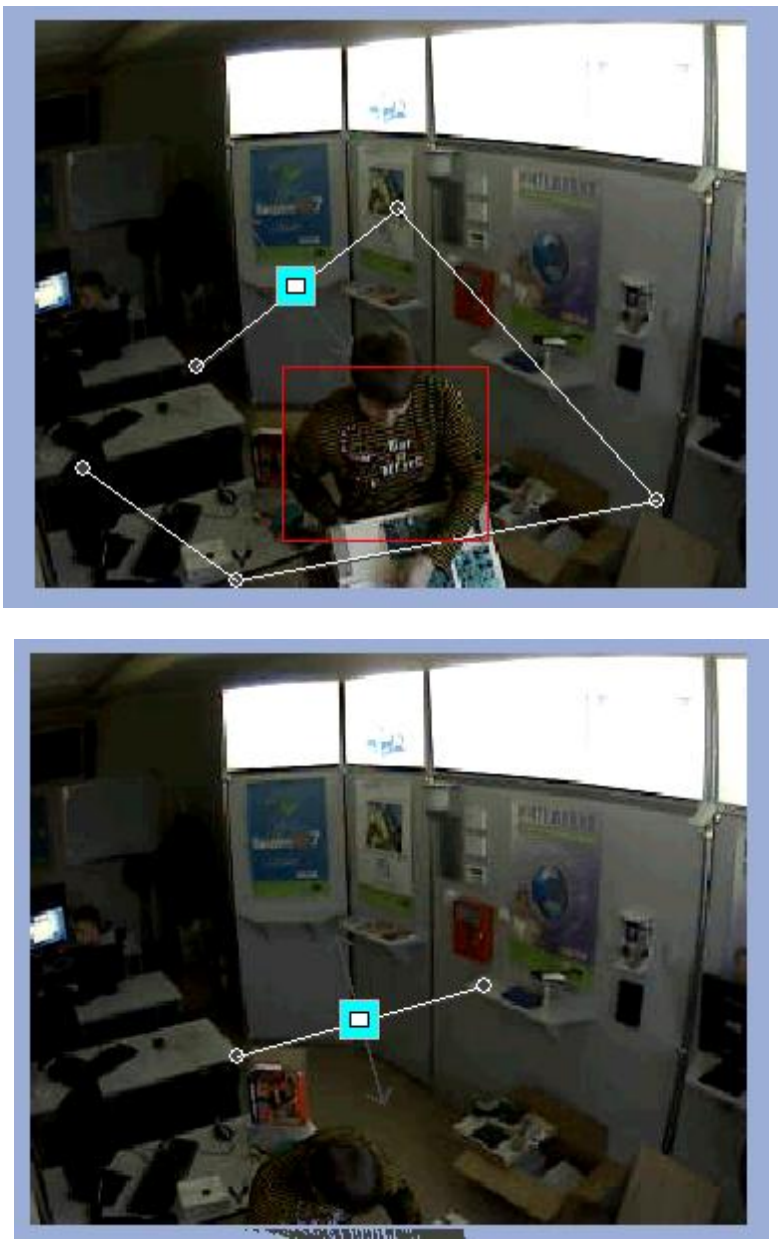

Figure 8.4-74 A cross line detector
3. In the “Video preview” field (Figure 8.4-73, 4), set the end point of the line, by clicking left mouse button, which crossing leads to a detector triggering (Figure 8.4-74).